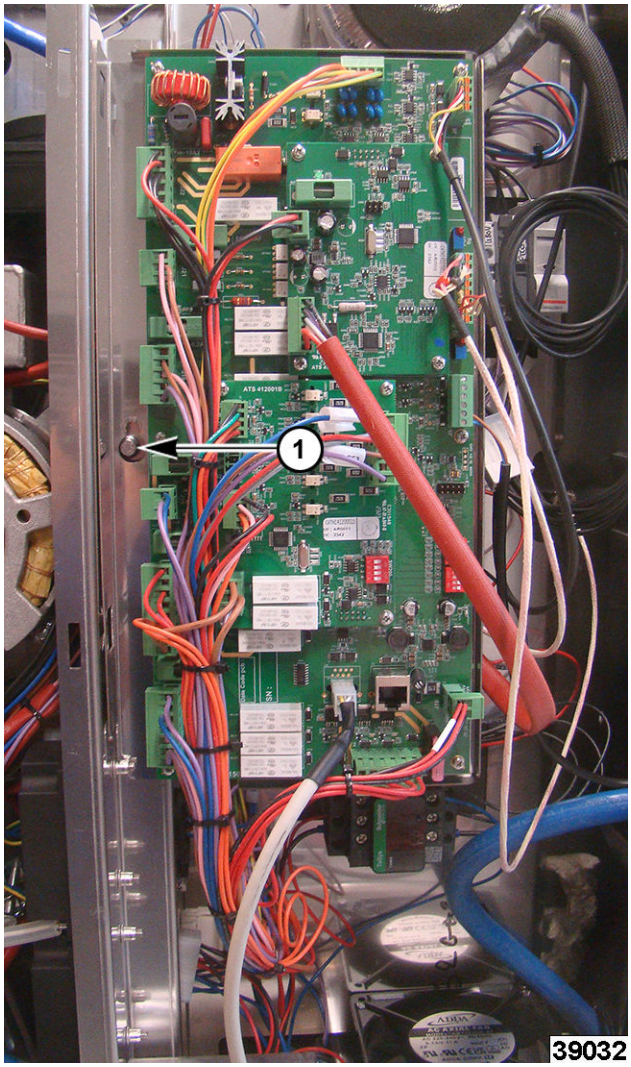

Fig. 9
2. Loosen board bracket mounting screw (1, Fig. 9).